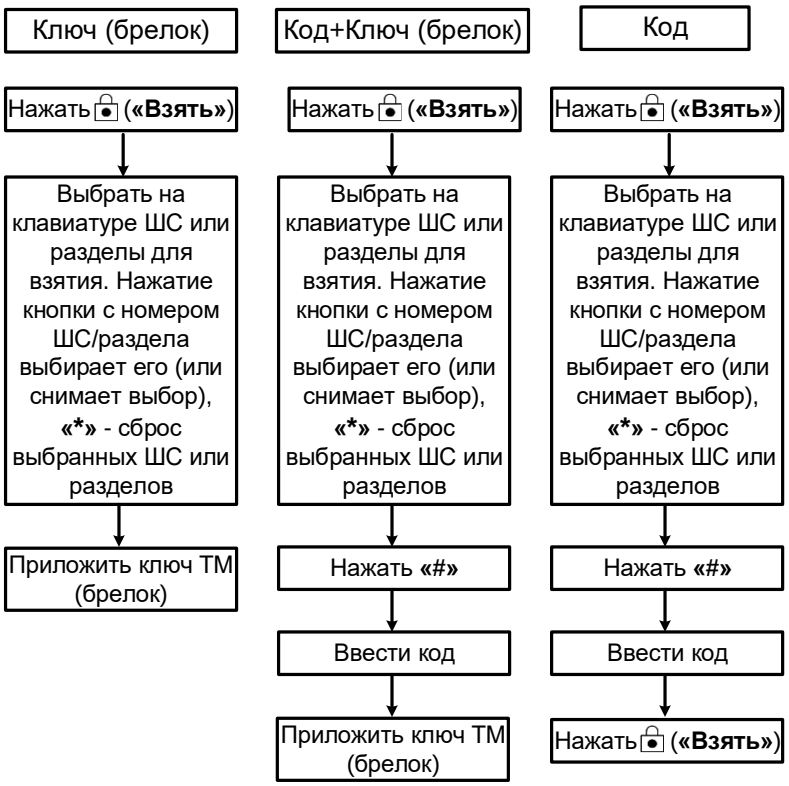

Рисунок 25 – Постановка под охрану с выбором ШС или разделов**Снятие с охраны при работе со шлейфами**
– Если необходимо поставить под охрану ШС с выбором (как полное, так и частичное взятие), следует (см. рисунок 25):